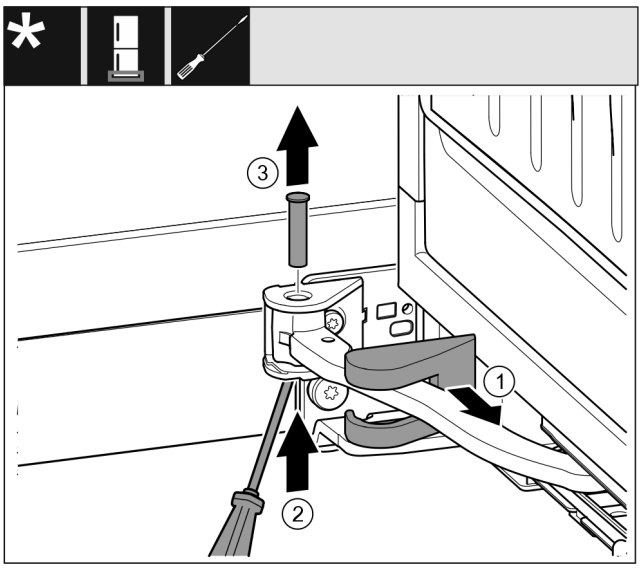

Fig. 15
▶ Desprindeți capacul suportului de lagăr *Fig. 15 (1)* și deplasați-l de-a lungul articulației.
▶ Ridicați de jos bolțul *Fig. 15 (2)* cu șurubelnița.
▶ Extrageți de sus bolțul *Fig. 15 (3)*.